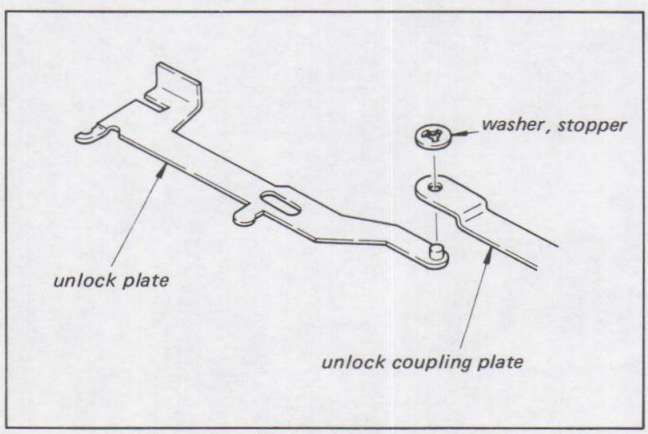

Fig. 3-12. Installation of unlock coupling plate
2) Put the unlock plate assembly shaft through the hole in the unlock coupling plate, and install the washer stopper. (Fig. 3-12)